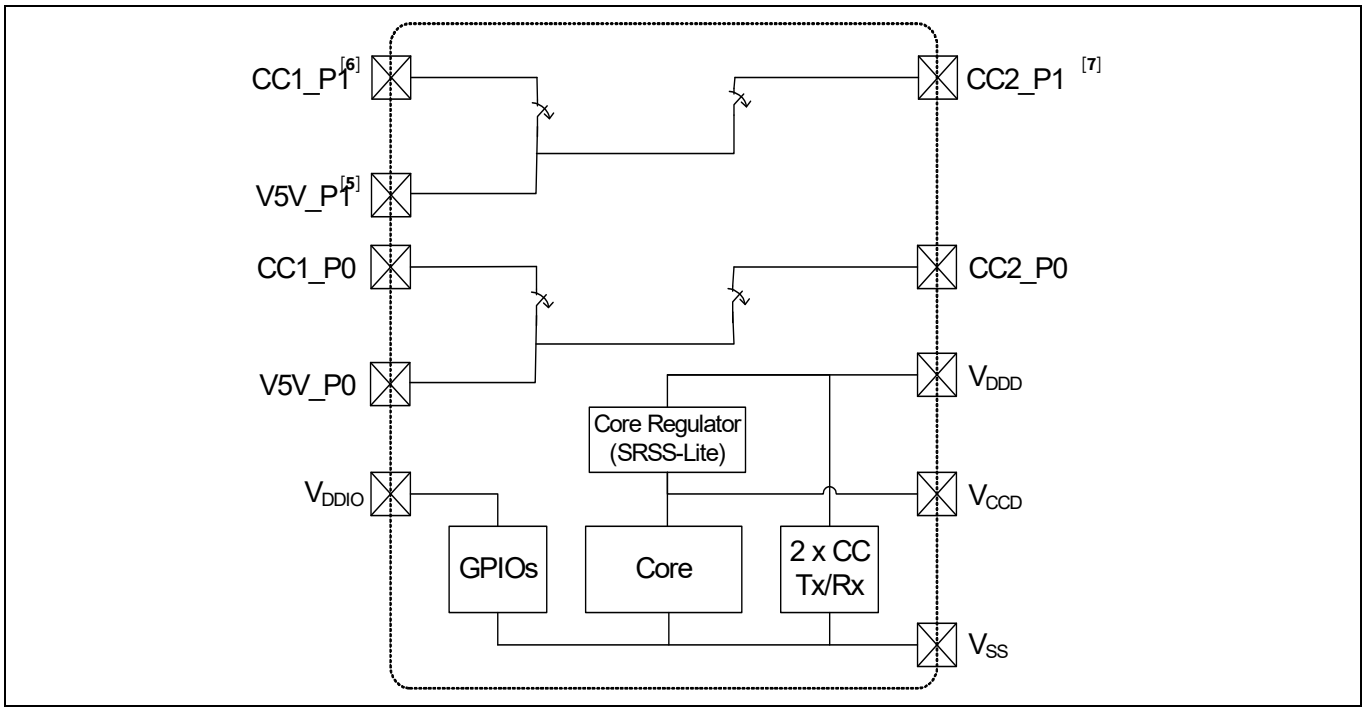

**Figure 7 EZ-PD™ CCG4 power and bypass scheme example**
**Figure 7** shows an example of the power supply bypass capacitors.